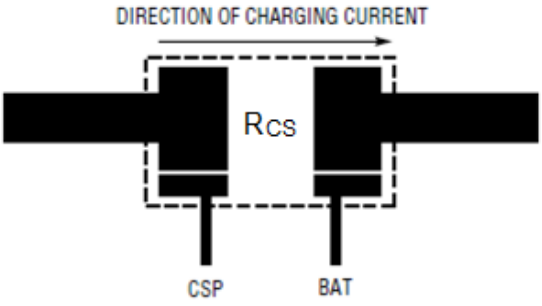

Figure 8. Kelvin Sensing of Charge Current
(4) Analog ground and power ground (or switching ground) should return to system ground separately.
(5) The ground pins also work as a heat sink; therefore use a generous amount of copper around the ground pins. This is especially important for high V_{CC} and/or high gate capacitance applications.
(6) Place the charge current sense resistor R_{CS} right next to the inductor output but oriented such that the IC CSP and BAT traces going to R_{CS} are not long. The 2 traces need to be routed together as a single pair on the same layer at any given time with the smallest trace spacing possible.
(7) The CSP and BAT pins should be connected directly to the 2 terminals of the current sense resistor (Kelvin sensing) for best charge current accuracy. See Figure 8 as an example.